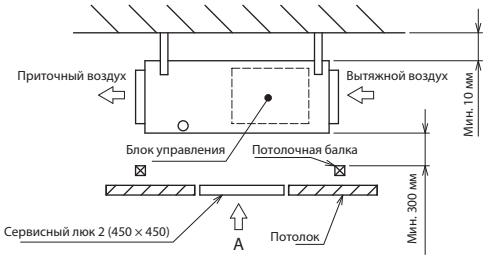

Рис. 1
1) Если под внутренним блоком, между блоком и потолком, есть свободное пространство 300 мм или более (Рис. 1)